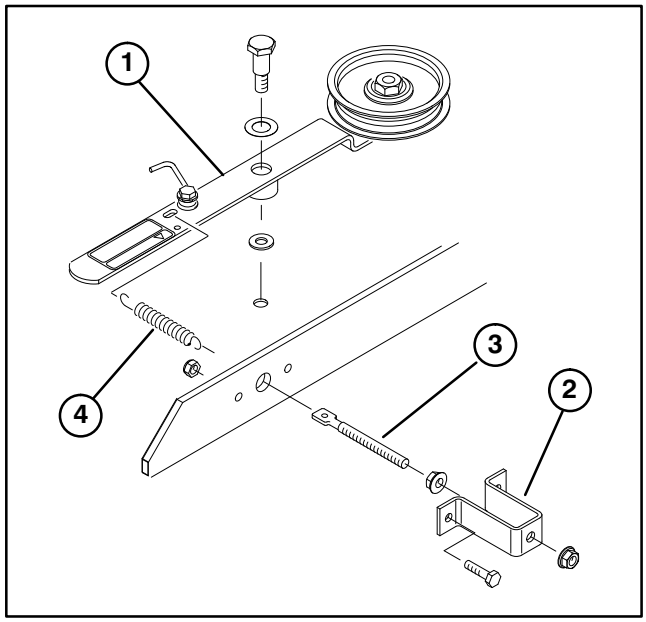

Figure 20
3. Thread a 5/16−18 flange nut onto threaded rod approximately 2" (Fig.20).
4. Insert end of threaded rod through large hole in spring bracket and loosely secure with another 5/16−18 flange nut (Fig.20). Do not tighten flange nuts
5. Insert other end of threaded rod through hole in bridge bar and secure spring bracket to bridge with (2) capscrews and locknuts (Fig.20).
6. Hook short loop of spring into hole in threaded rod and long loop in hole in idler arm (Fig.20).
7. Mount idler pulley arm to deck with the following parts, in this order: 3/8−16 pivot screw, 1/2" thrust washer, idler arm, 3/8" thrust washer, deck and 3/8−16 locknut (Fig. 20). (Do not tighten flange nuts, on threaded rod, at this time. Adjust spring tension after blower assembly and belt have been installed.)